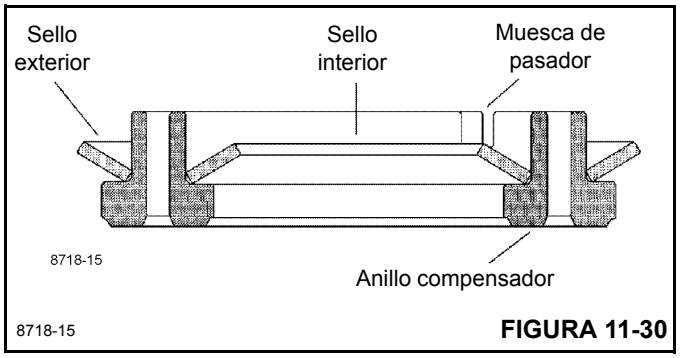

FIGURA 11-30
17. Aplique vaselina a los sellos de superficie interior y exterior. Instale los sellos en el anillo compensador, como se ilustra en la Figura 11-30.
Importante: Instale los sellos de superficie en las posiciones que se ilustran en la Figura 11-30, o el motor no funcionará correctamente. No fuerce ni doble los sellos de superficie. Cualquier daño a estos sellos afectará el funcionamiento del motor.